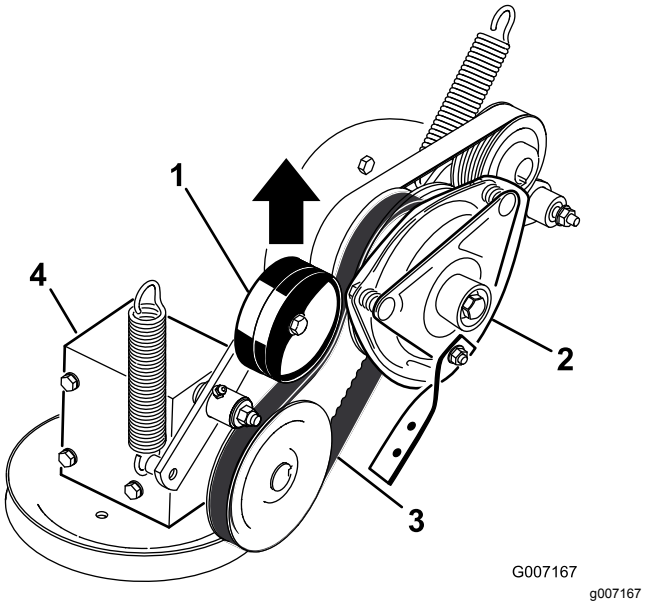

Figur 63
5. Trekk den fjærbelastede lederullen for kraftuttakets drivrem opp, og fjern remmen fra clutchremskiven (Figur 63).
17. Trekk den fjærbelastede lederullen for kraftuttakets drivrem opp, og monter den på clutchremskiven (Figur 63).